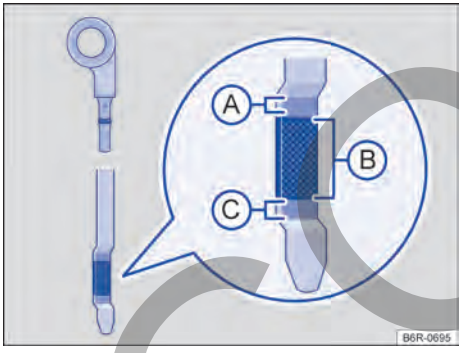

Fig. 182 Varilla de medición del aceite con marca de nivel de aceite del motor.
En caso de alta demanda del motor, el nivel del aceite del motor debe estar lo más cerca posible del nivel → fig. 182 Ⓐ, sin sobrepasarse, como, por ejemplo, en viajes largos en carreteras durante el verano o durante travesías de montañas. ◁
Leyenda para → fig. 182:
7. Retirar nuevamente la varilla de medición del aceite y leer el nivel del aceite del motor en la varilla de medición → fig. 182 de la siguiente manera:
13. Una vez finalizado el proceso de la reposición de aceite, el nivel del aceite del motor debe estar, al menos, en el medio del nivel → fig. 182 Ⓑ, pero jamás por encima del nivel Ⓐ → ⓘ.
14. Si, por descuido, se ha completado exceso de aceite del motor y si, después de esto, el nivel del aceite se encuentra por arriba de la franja → fig. 182 Ⓐ, **no arranque el motor.** Buscar un Concesionario Volkswagen o una empresa especializada.
- No arranque el motor si el nivel de aceite del motor está por encima del nivel → fig. 182 Ⓐ. Buscar un Concesionario Volkswagen o una empresa especializada. De lo contrario, ¡pueden dañarse el catalizador y el motor!
En ninguna circunstancia el nivel de aceite del motor debe sobrepasar el área → fig. 182 Ⓐ. Con el nivel por encima de esta área, el sistema de escape puede extraer el aceite a través de la ventilación del cárter y lanzarlo a la atmósfera. Además, el aceite puede quemarse en el interior del catalizador, dañándolo. ▶